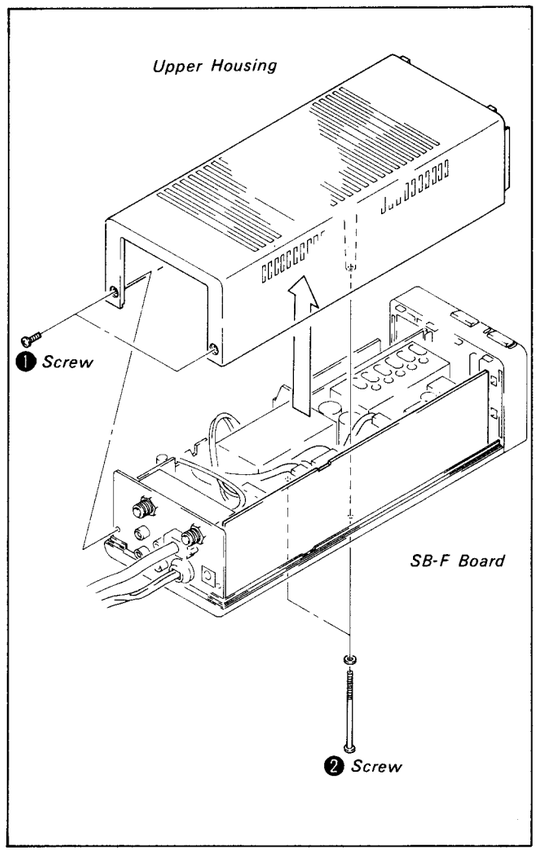

Fig. 1-6
i) Remove two screws ❶ and two screws ❷, and dismount Upper Housing (see Fig. 1-6).
iii) Mount Upper Housing back on, and tighten two screws ❶ and two screws ❷ (see Fig. 1-6).